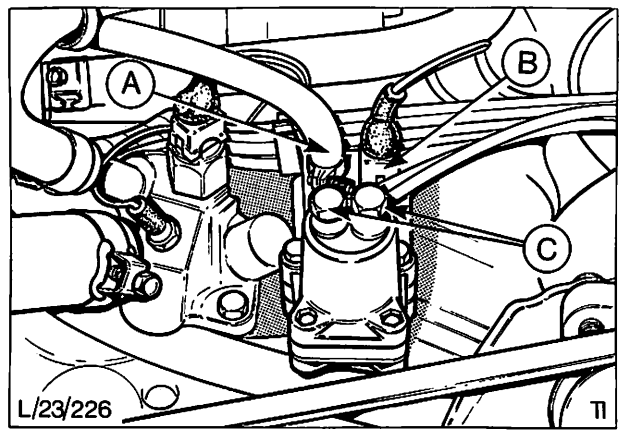

Abb. 80 Warmlaufregler
3. Stecker und Unterdruckschlauch vom Warmlaufregler abziehen, Abb. 80.